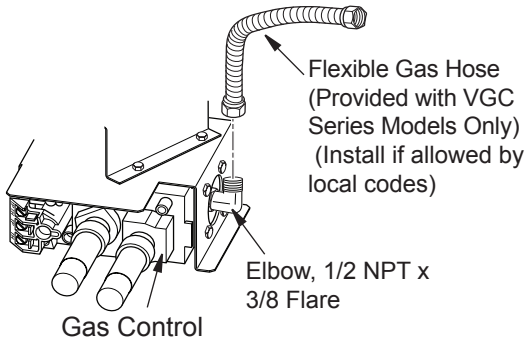

Figure 9 - Attaching Flexible Gas Hose to Appliance Gas Regulator
1. Apply pipe joint sealant lightly to male threads of the 1/2 NPT side of gas fitting elbow (provided) and connect to inlet side of gas control. Remove gas fitting from flexible gas hose (provided) before connecting to elbow *(see **Figure 9**)*.
4. Disconnect gas line from appliance base as shown in ***Figure 9, Page 7***.